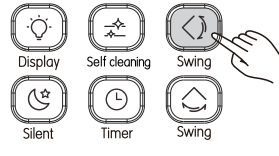

Figure 3.11
① When the unit is on. Press (see Figure 3.11). Start the vertical swing function, and the will light up, and signal is sent to the indoor unit;